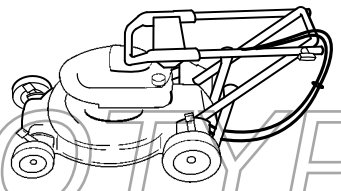

Afbeelding 28
2. Zwaai voorzichtig het bovendeel van de handgreep naar voren, totdat het op de motor rust (Afb. 28).